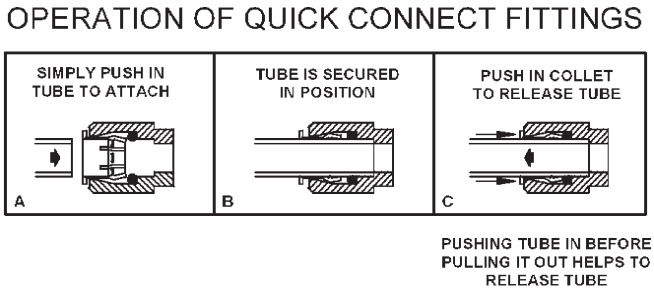

Figure 13 – Quick Connect Fittings
3. **Make water supply connections.** Inlet port is marked on the chiller (1/4" O.D. copper tube). Bend the copper tube (provided) at an appropriate length from the chiller to opening in frame. Install the in-line strainer (provided with chiller) by pushing it in until it reaches a positive stop, approximately 3/4" (19mm) on the marked chiller inlet port (See Figs. 3) (Refer to Fig. 13 on page 7 for details on assembling quick connect fittings). Attach an unplated and deburred copper water inlet line and a service stop (not provided) to the chiller. Turn on the water supply and flush the line thoroughly.
Actuation of Quick Connect Water Fittings: Cooler is provided with lead-free connectors which utilize an o-ring water seal. To remove tubing from the fitting, relieve water pressure, push in on the gray collar while pulling on the tubing. (See Figure 13) To insert tubing, push tube straight into fitting until it reaches a positive stop (approximately 3/4”).